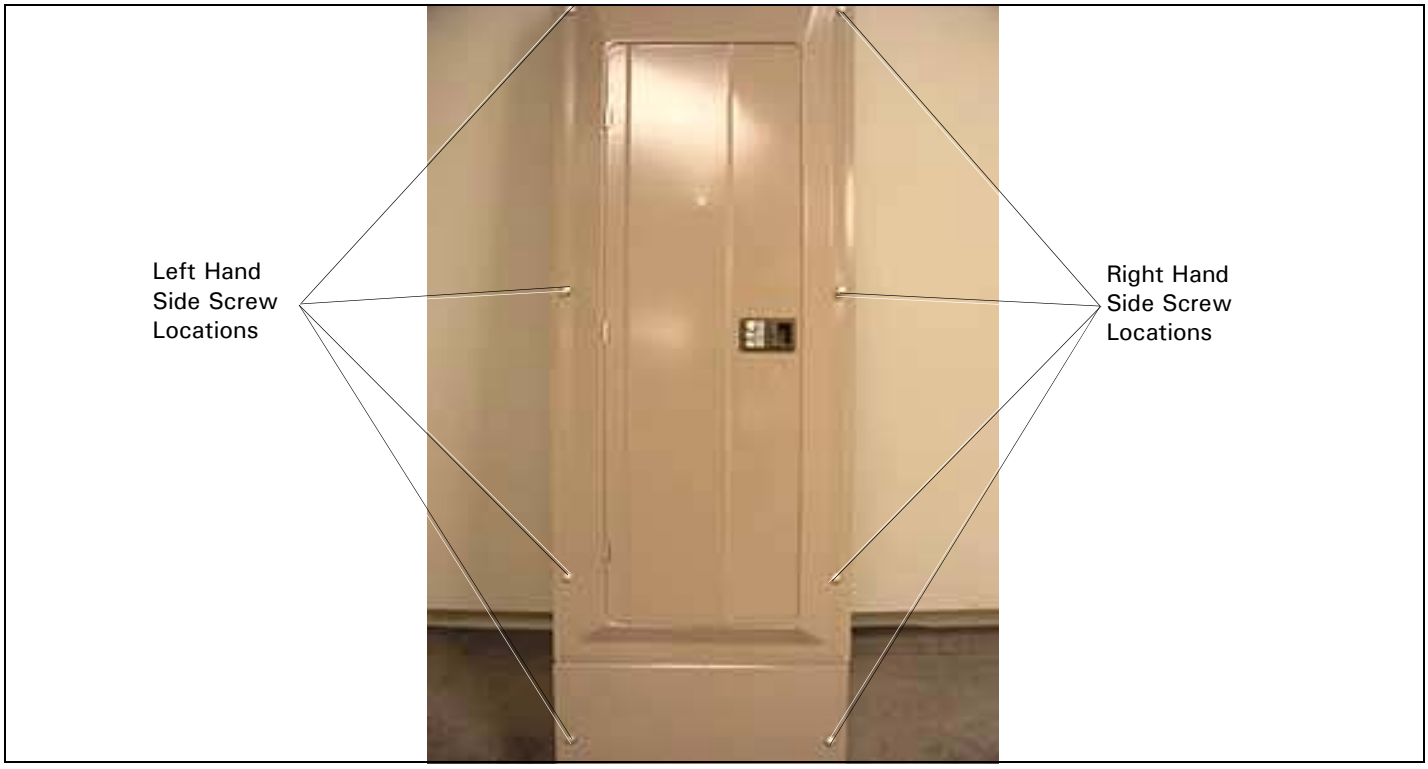

Figure 2. Trim Screw Locations.
Step 1: Remove eight screws from both trim pieces and remove (Figure 2).
Step 2: Remove the trim assembly and cover from lower ATS section of the enclosure. Eight screws are used to secure trim and cover to the enclosure (see Figure 2).